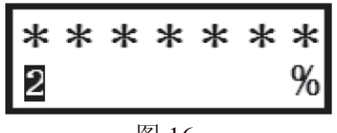

图 16
2.4 输入一次“右”键，显示第二个变量“当前压力/差压值相对于量程的百分比值”、百分号“%”及变量序号，显示器显示如图 16 所示；